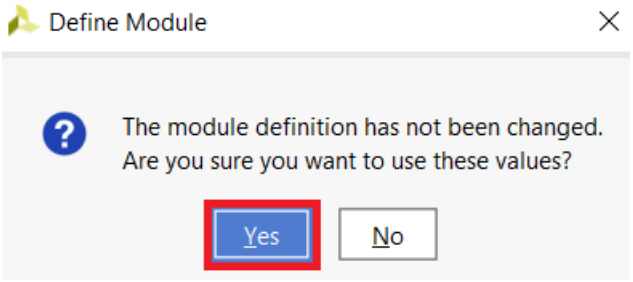

Figura 23. Captura de pantalla del aviso.
7. Un mensaje previene de que no se ha modificado interfaz del módulo. Hacer clic en *Yes* (Figura 23).